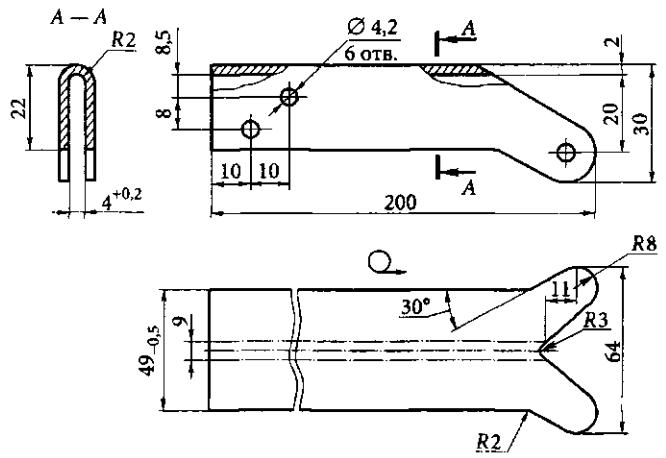

Рис. 2.8. Планка ножовочного станка
1. Определите размеры заготовки, необходимой для разметки планки ножовочного станка (рис. 2.8).
1. Разместите на плите лист, из которого будут вырубать заготовку планки ножовочного станка (см. рис. 2.8).